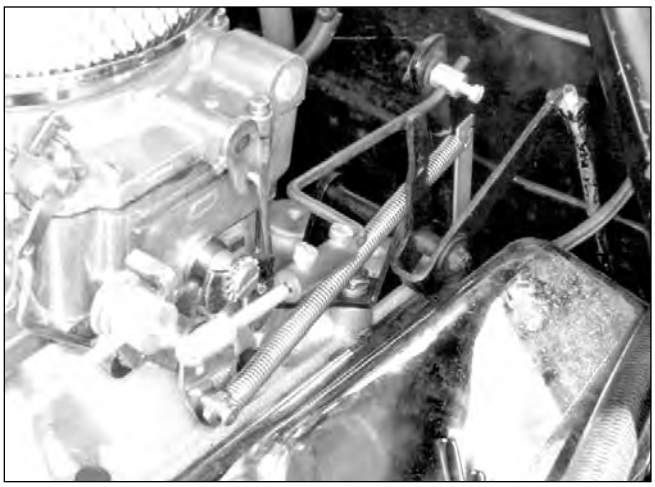

Figure 1 - Early Mustang Throttle Rod
- **ACCESSORIES & INSTALLATION ITEMS:** Major recommendations are listed below. See our catalog for details. **To order a catalog, call (800) FUN-TEAM**, or visit **www.edelbrock.com**.
- **THROTTLE & ACCESSORY BRACKETS:** The throttle and kickdown bracket on some vehicles may require modification to fit. On vehicles using throttle rods, such as early Mustangs, it may be necessary to shorten the throttle rod approximately 4", and use Edelbrock Throttle Rod Extention Kit #8010 to achieve proper throttle and kickdown operation at the rear carburetor ***(See Figure 1)***. Use progressive linkage kit #7094 to connect the carburetors together (See "Carburetor Recommendations").